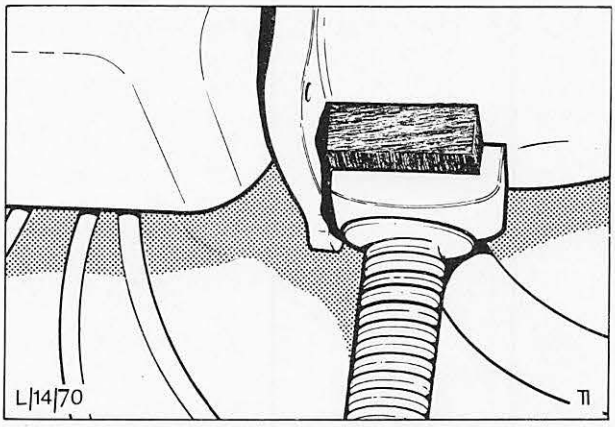

Abb. 9 Wagenheber unter Motor
4. Wagenheber unter Kupplungsgehäuse ansetzen, Abb. 9, oder Motor an Aufhängevorrichtung 21-060 befestigen.